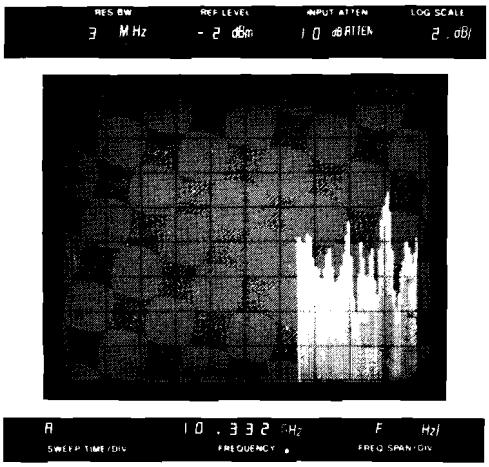

Figure 5-50. Typical Frequency Response (8690B/8696A)
5. Trigger sweep oscillator start/stop sweep and adjust sweep time vernier for display similar to that of Figure 5-50. STORE display on spectrum analyzer CRT.